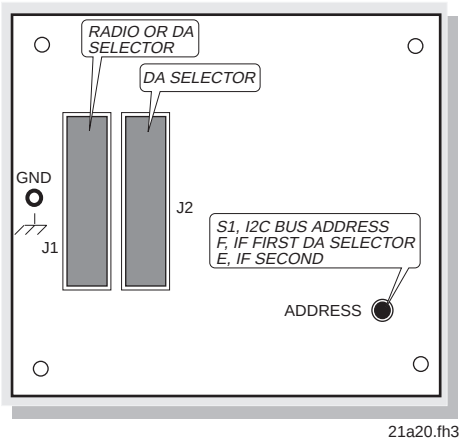

***Figure 5-89. DA Selector (20-key) Rear Panel***
- DA Selector (20 key) (**Figure 5-89**)